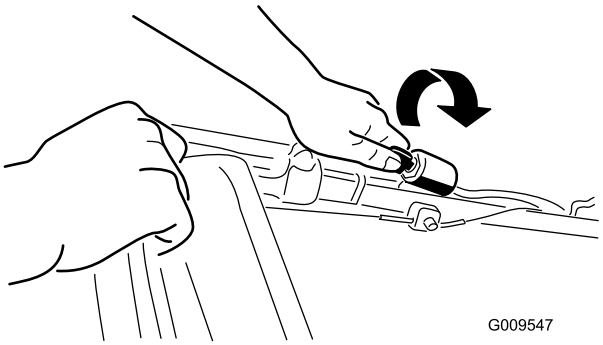
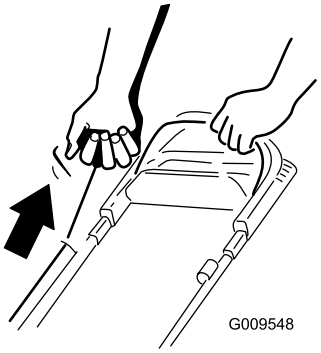

Figura 11
Figura 12
2. Gire la llave de contacto (Figura 11) (modelos de arranque eléctrico solamente) o tire del arrancador de retroceso (Figura 12).
Nota: Cuando tire del arrancador de retroceso, debe tirar suavemente hasta que note resistencia; luego tire con fuerza (Figura 12). Deje que la cuerda vuelva lentamente al manillar.